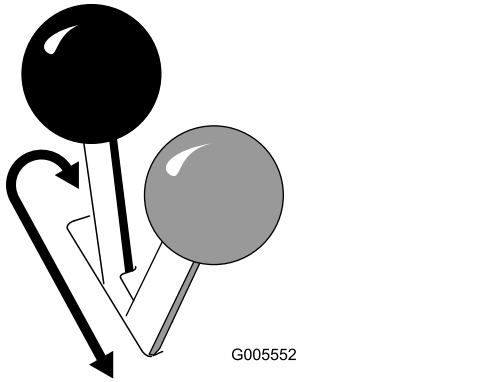

**Figure 13**
- To engage the parking brake, push the lever forward and to the left and then pull it rearward (Figure 13).
- To release the brake, push the lever forward and then right, into the notch (Figure 13).